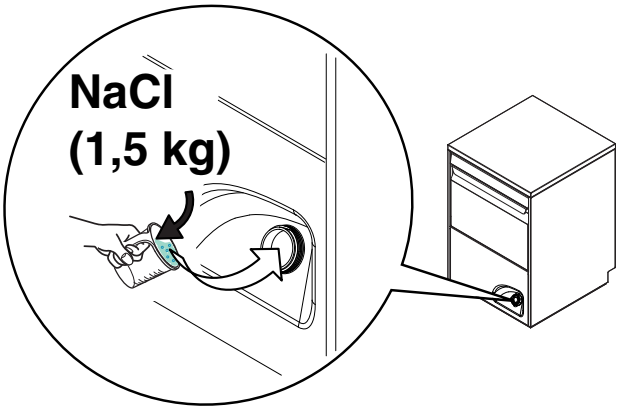

Fig. 29
- Kom ca. 1,5 Kg groft salt [NaCl] beholderen "A" (den mængde der er nødvendig for at fylde beholderen op) ved hjælp af den medfølgende tragt (Fig. 29).